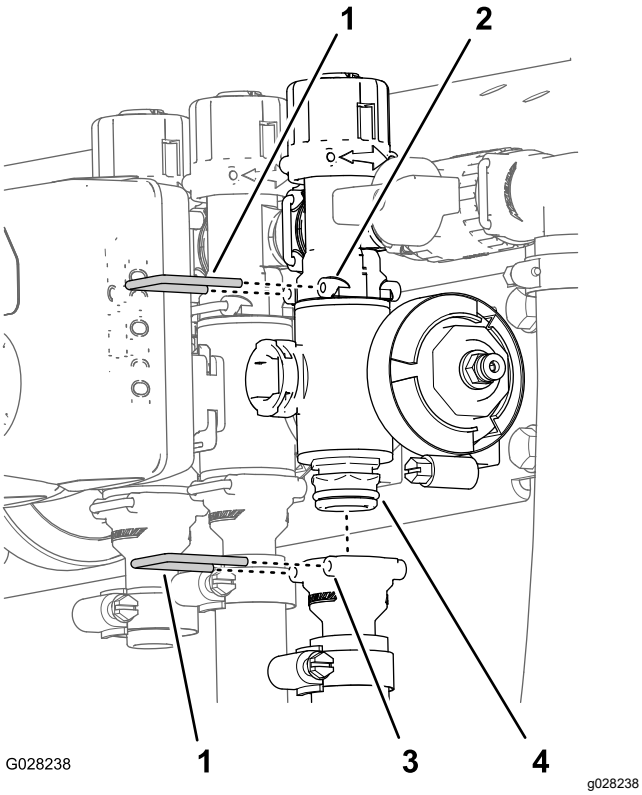

Figur 75
2. Ta bort hållarna som fäster utloppskopplingen vid sektionsventilens grenrör och ventilgrenröret vid överströmningskopplingen (Figur 75).